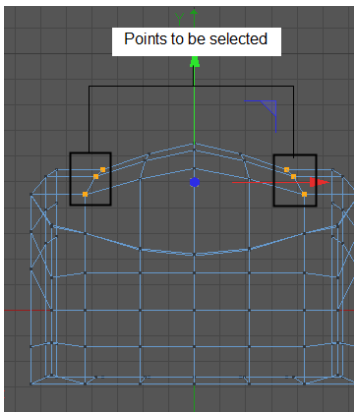
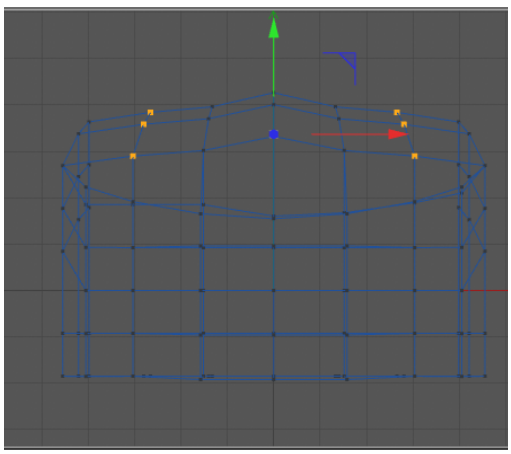

Figure 3-38 *The points to be selected*
Figure 3-39 *Moving the selected points of Computer mouse*
26. Select the points of *Computer mouse* using the 9 and SHIFT keys, as shown in Figure 3-38. Next, move the selected points upward in the Front viewport, as shown in Figure 3-39.